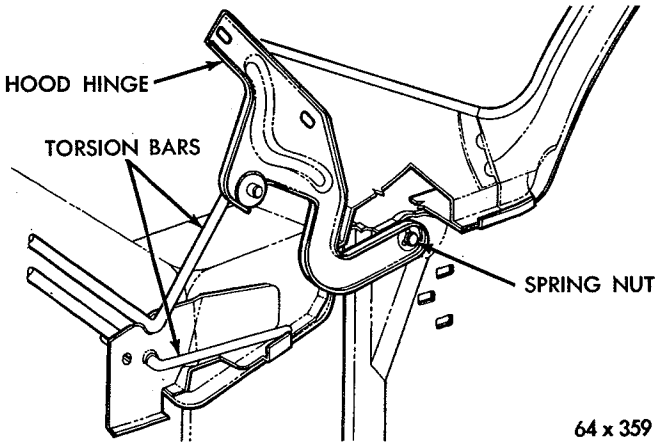

*Fig. 6—Hood Adjustment—Valiant*
(5) Remove hinge pivot nut from pivot (Figs. 6 and 13) and remove hinge.
(6) Lubricate hinge pivot area with lubriplate and position hinge on pivot.
(7) Using a socket with putty placed on end, position a new spring nut on putty and position on pivot. Press spring nut on pivot using a screw driver.